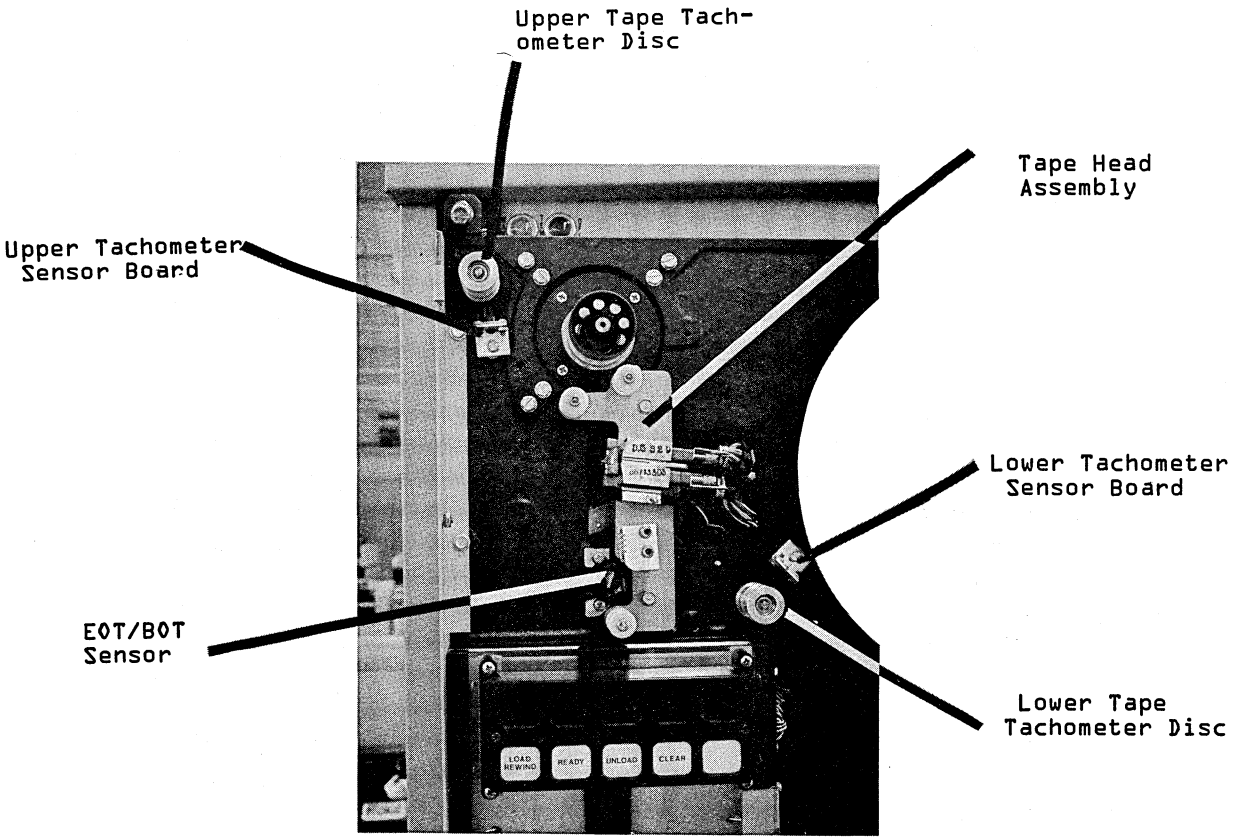

Figure 6R-17. Upper and Lower Tape Tachometer, Tape Head and EOT/BOT Sensor Detail
10. Remove the 10-32 het nut (figure 6R-17), lock washer, and flat washer.
To align the machine reel tape tachometer (figure 6R-19), perform the following:
3. Unlock and swing out the tape deck by turning the cabinet latch screws counter-clockwise. (figure 6R-3).